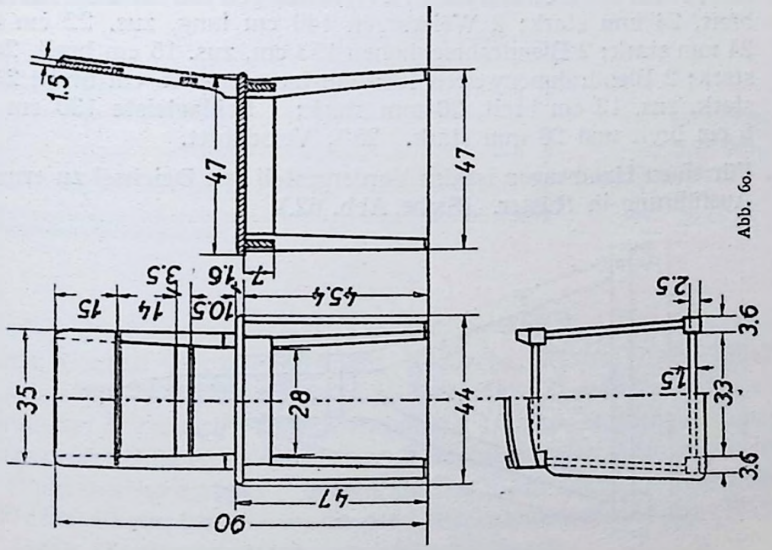

Abb. 60.
4. Berechne unter Verwendung einer Holzliste den Materialverbrauch für einen Stuhl Abb. 60!